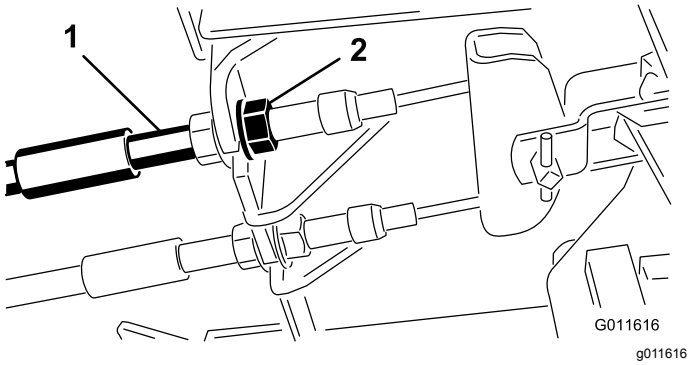

Figur 69
1. Tilspænd bremserne for at reducere bremsepedalernes frie vandring ved at løsne den forreste møtrik på bremsekablets gevindende (Figur 69).